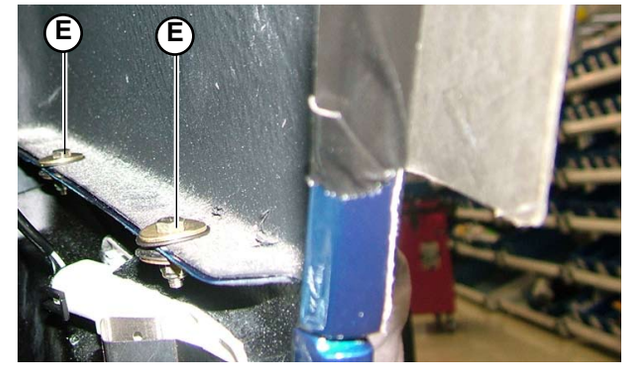

Fig.4
2. From the rear wheel arch element compartment, access and tighten the 4 screws (**E-Fig.4**) connecting the rear bumper to the body on either side (2 screws for each side of the car).